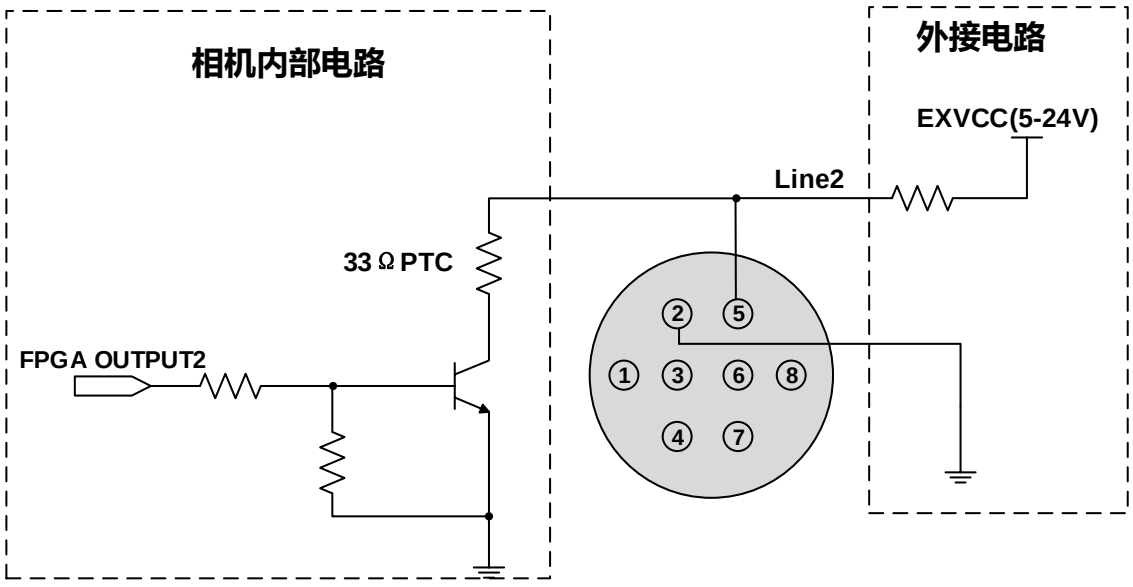

图 7-11 Line2 配置为输出引脚时相机内部等效电路
- Line2/3 配置为输出引脚时，相机内部等效电路图 7-11，以 Line2 为例